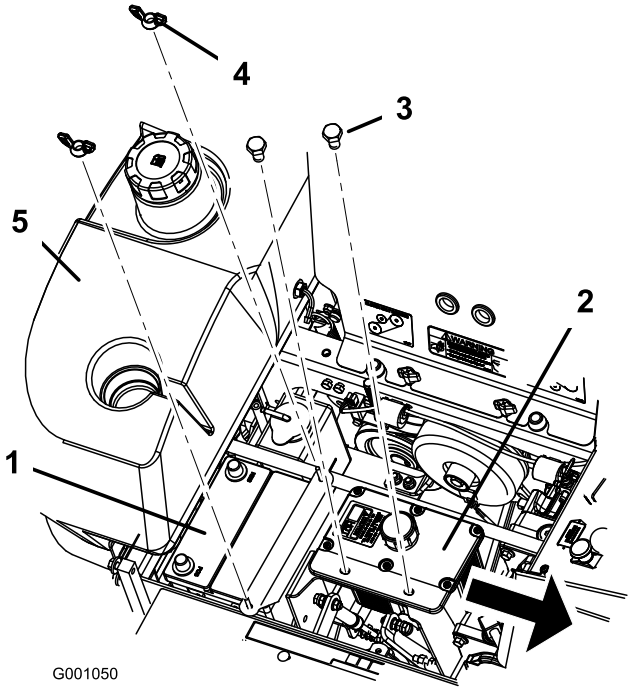

Figur 51
6. Ta bort de båda vingmuttrarna (1/4 tum) som håller fast batteriklämman (Figur 51).
7. Ta bort de två bultarna som håller fast hydraultanken i rätt läge (Figur 51).
1. Sätt i batteriet i lådan med anslutningspolerna mot hydraultanken (Figur 51).
6. Säkra batteriet med J-skruvar, en klämma, två brickor (1/4 tum) och två vingmuttrar (1/4 tum) (Figur 51).